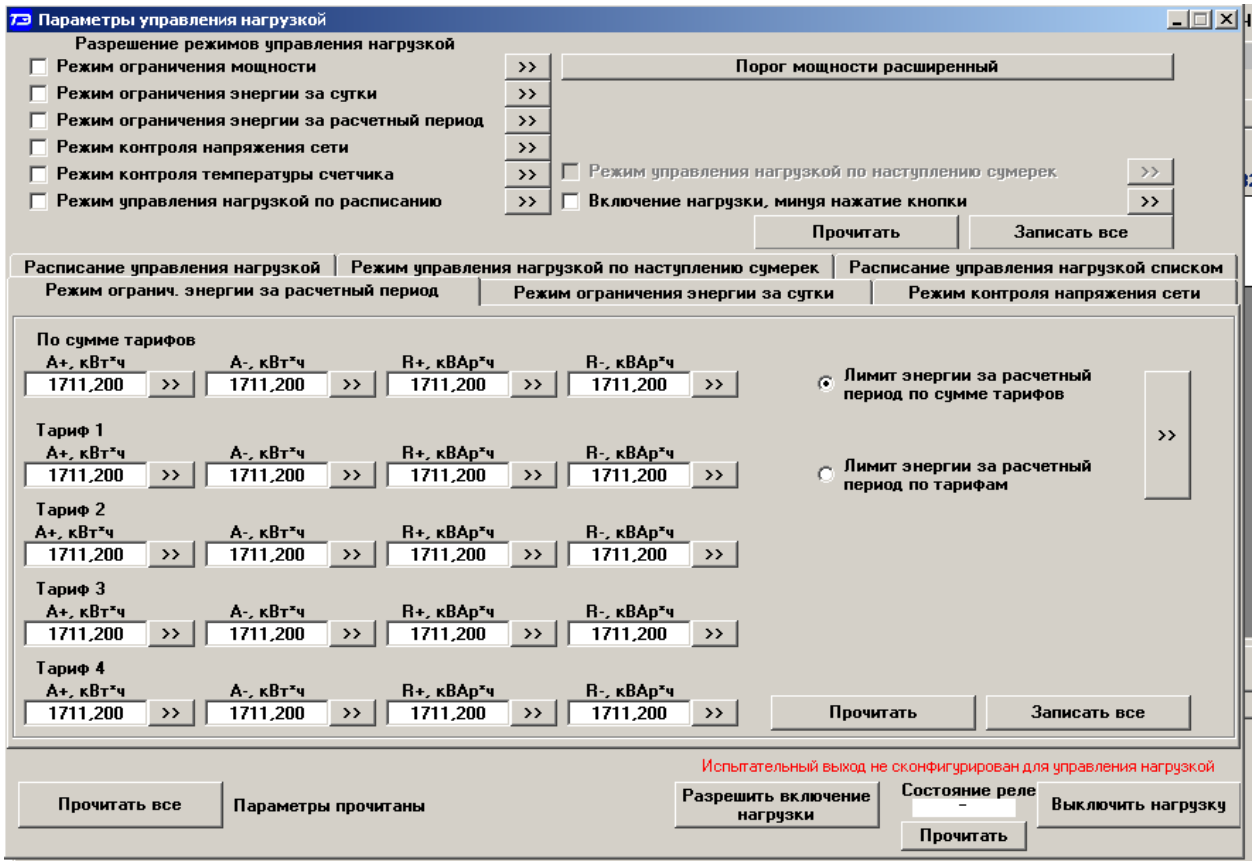

Рисунок 28 – Форма «Параметры управления нагрузкой»
21.1 Чтение и конфигурирование параметров режима ограничения мощности производится посредством формы «Порог мощности расширенный», аналогично описанному в разделе 18. Вызов формы «Порог мощности расширенный» может быть произведен по кнопке «Порог мощности расширенный», расположенной на поле формы «Параметры управления нагрузкой» (рисунок 28) или из меню «Параметры».